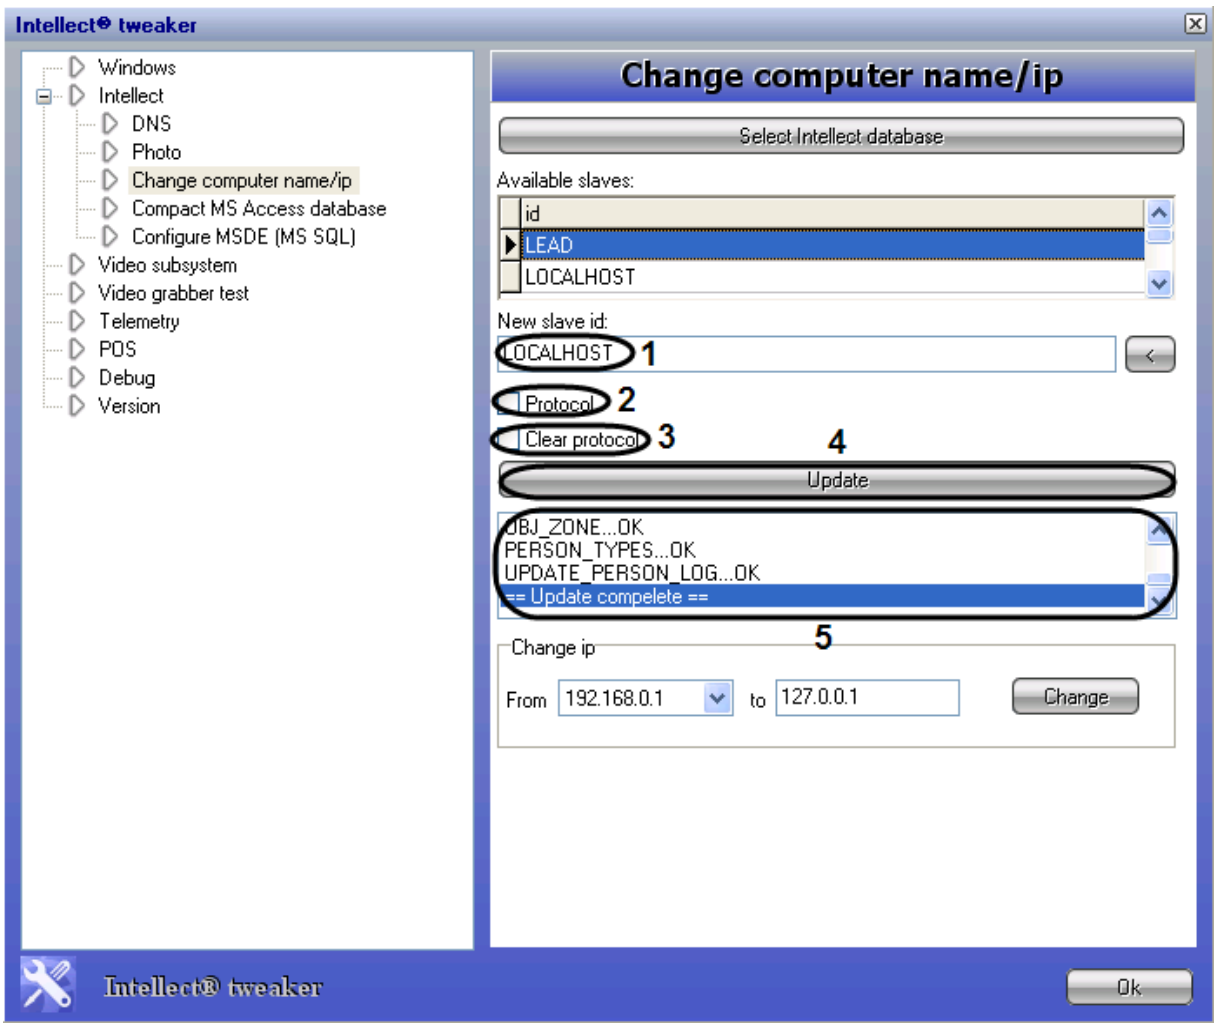

Figure 12.3-20. Updating the database
7. Select the required computer name in the list. The selected name will appear in the New Slave ID field (Figure 12.3-20, 1).
8. Check one of the following checkboxes: Check the Protocol checkbox to replace the computer name in the events log, or the Clear Protocol checkbox to delete all records in the log. Only one of two checkboxes should be checked (Figure 12.3-20, 3).
9. Click the Update button (Figure 12.3-20, 4). The progress of replacing computer names for a new one will be displayed in the field below the Update button (Figure 12.3-20, 5).